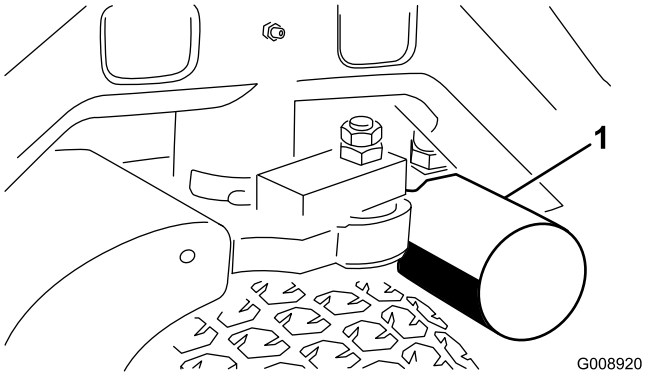
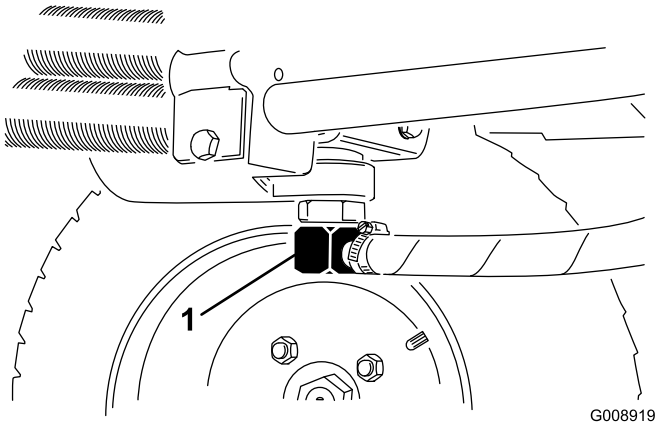

Figur 56
Figur 57
3. Rengør omkring det område, hvor filteret monteres. Anbring en dræningsbakke under filteret (Figur 56), og fjern filteret.
2. Frakobl hydraulikrøret (Figur 57), eller fjern hydraulikfilteret (Figur 56), og lad hydraulikvæsken løbe ned i en dræningsbakke. Monter hydraulikrøret, når hydraulikvæsken holder op med at løbe fra.